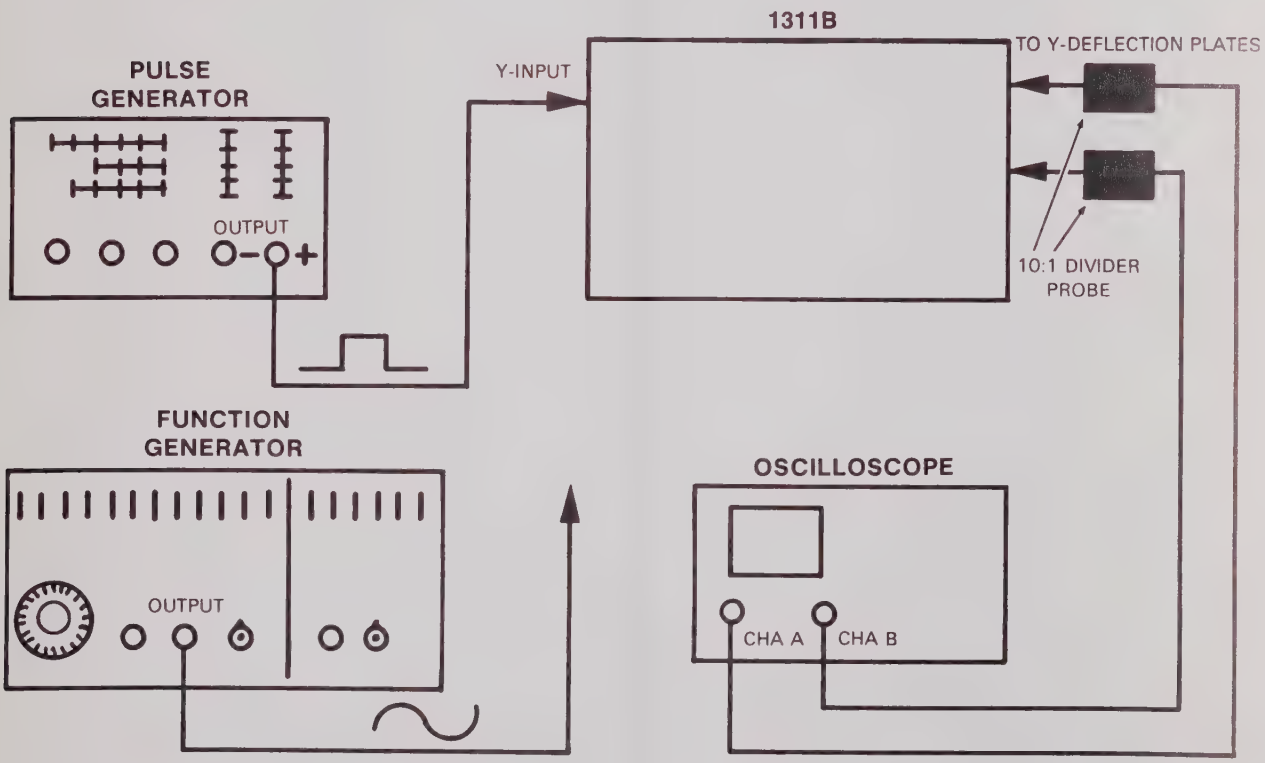

Figure 5-12. Y-amplifier Pulse Response and Bandwidth Adjustment Setup
b. Connect equipment as shown in figure 5-12.